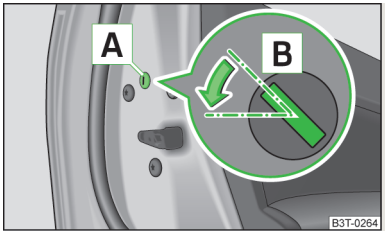

Fig. 192
- Remove the panel A » Fig. 192.